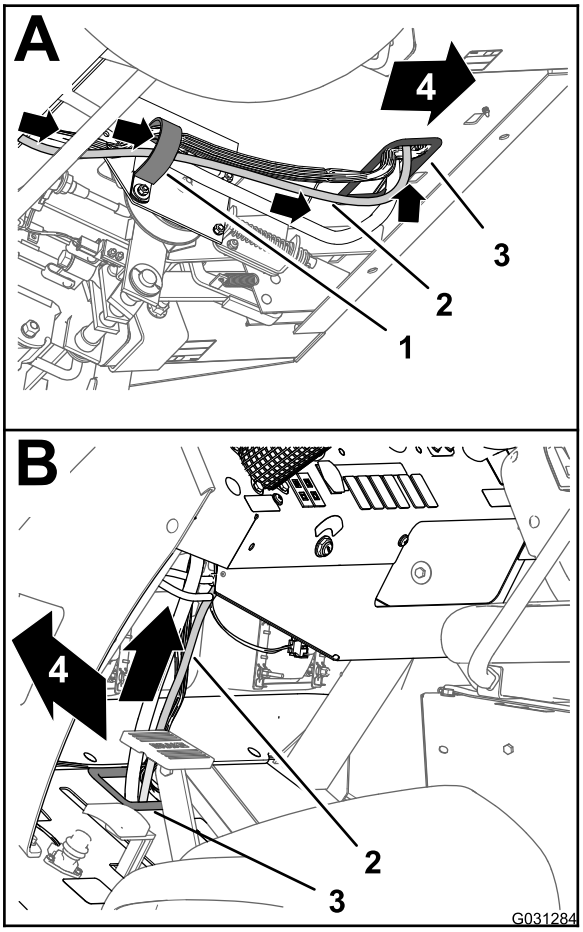

Figur 175
3. Dra datakablagedelen på 220 cm framåt och upp genom hylsan som omger hålet i golvplattan (Figur 175).
4. Dra datakablagedelen på 220 cm uppåt och längs maskinens främre kablage (Figur 175).